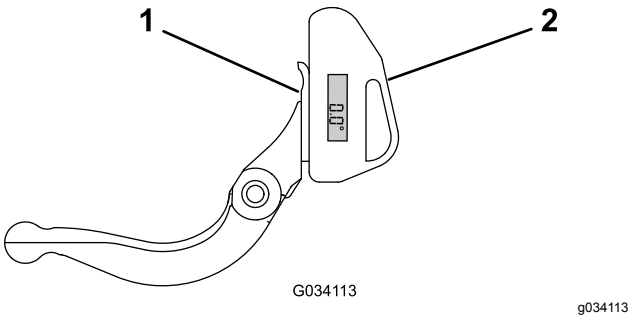

Figur 66
1. Plasser vinkelindikatoren på undersiden av motstålet, som vist i Figur 66.